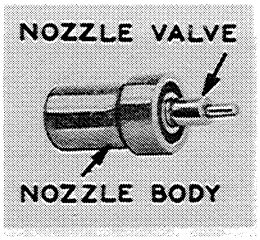

Figure I-22
1. Usually the nozzle valve can easily be pulled out of the nozzle body with the fingers, Figure I-22. In some cases, however, it may be necessary to soak the nozzle assembly in carbon solvent, such as Bendix Speed Clene, Figure I-23, before removal is possible. Place a clean soft rag or felt pad in the bottom of the solvent container to prevent the polished surfaces of the nozzle from coming into contact with the metal container. Do not place any other parts in the container.